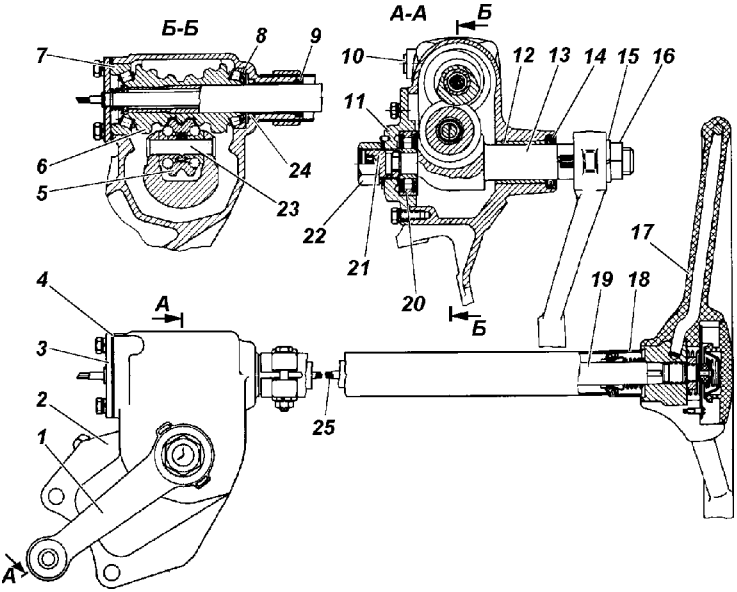

Рис. 9.27. Рулевой механизм (без ГУР):
Регулировку затяжки подшипников червяка автомобиля не оснащенного гидроусилителем производите с помощью прокладок 4 (рис. 9.27), установленных между картером и нижней крышкой картера рулевого механизма, в следующей последовательности:
4. Вращая регулировочный винт 21 (см. рис. 9.27) по часовой стрелке, устраните зазор в зацеплении.